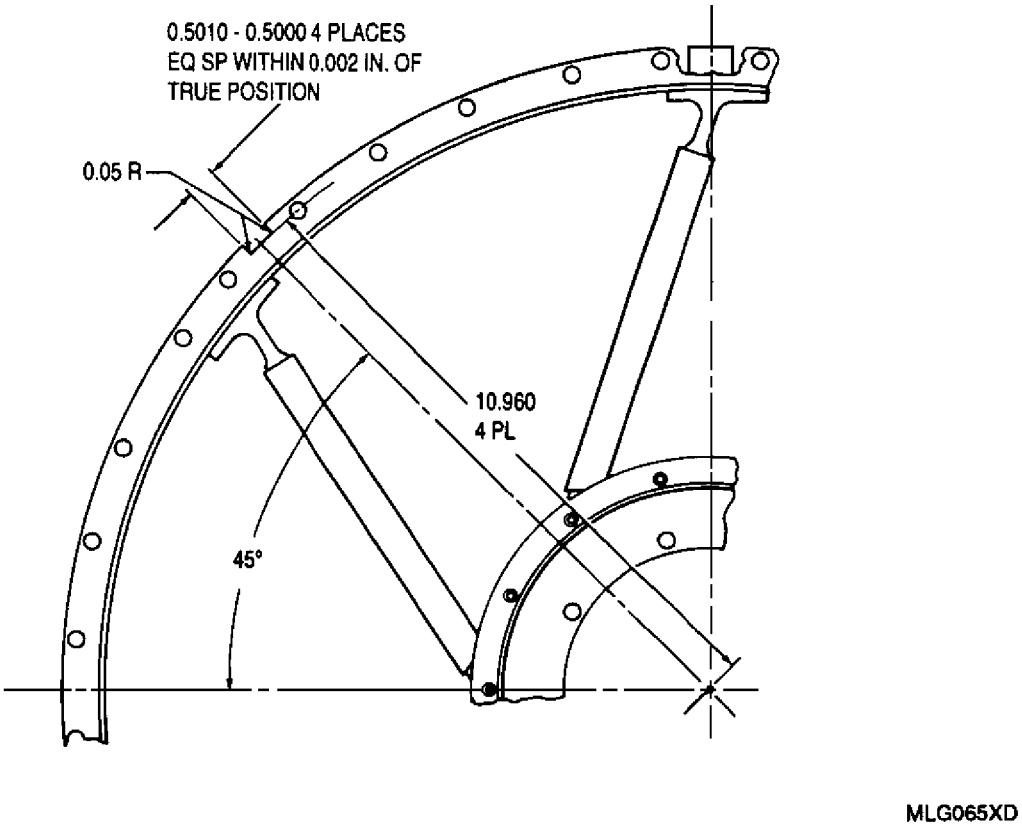

Figure 2. Rear Turbine Bearing Support Assembly − Piloting Key Slot Repair
17. Piloting Key Slot − Crack Weld Repair. (figure 2)
g. Mill slot at location shown (figure 2).
18. REAR TURBINE BEARING SUPPORT ASSEMBLY − PILOTING KEY SLOT WEAR REPAIR. (figure 2)
b. Weld buildup wear area of slot using GTAW method and AMS 5832 welding wire. Buildup thickness shall be sufficient to obtain finish dimensions. Refer to figure 2.
d. Machine slot at location shown (figure 2).